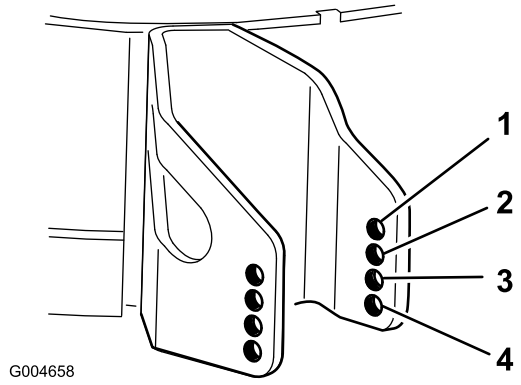

Figur 19
4. Välj ett hål så att antiskalvalsen befinner sig så nära den önskade klipphöjden som möjligt (Figur 19).